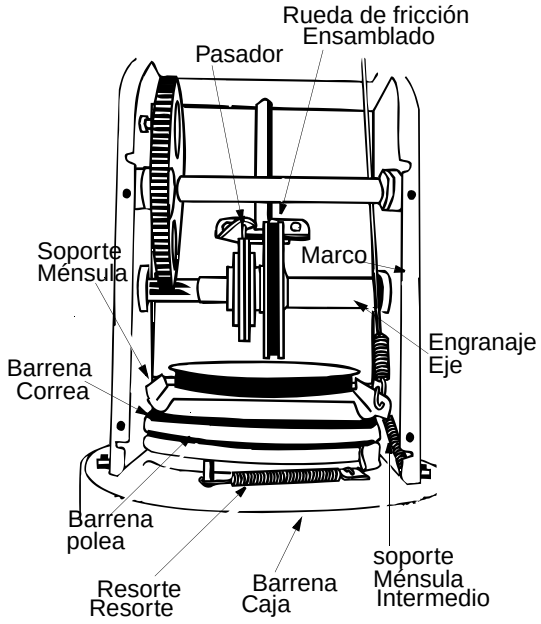

Figura 14
5. Desenganche el resorte intermedio del perno hexagonal en la caja de la barrena. Ver Figura 14.
9. Deslice el ensamblado de la rueda de fricción hacia el eje del engranaje. Asegúrese de alinear la clavija en la varilla de cambio con el orificio en el ensamblado de la rueda de fricción. Ver Figura 14.